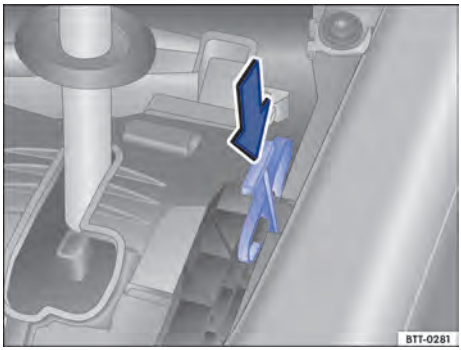

Fig. 156 Destravar o bloqueio da alavanca seletora emergencialmente.
- Pressionar a alavanca de destravamento ⇒ Fig. 156 no sentido da seta e manter nesta posição.